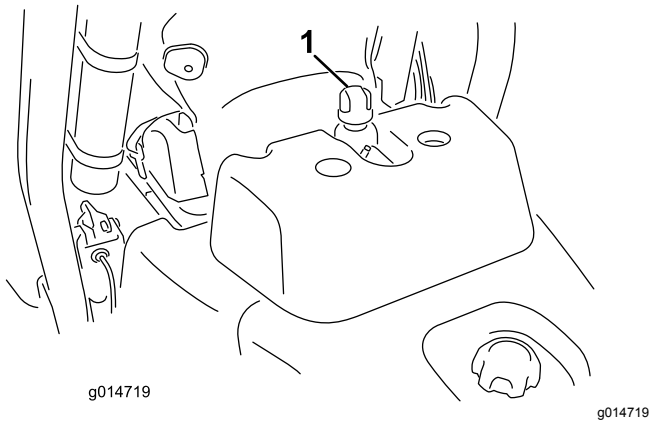

Figur 25
2. Fjern hætten fra beholderen (Figur 25).